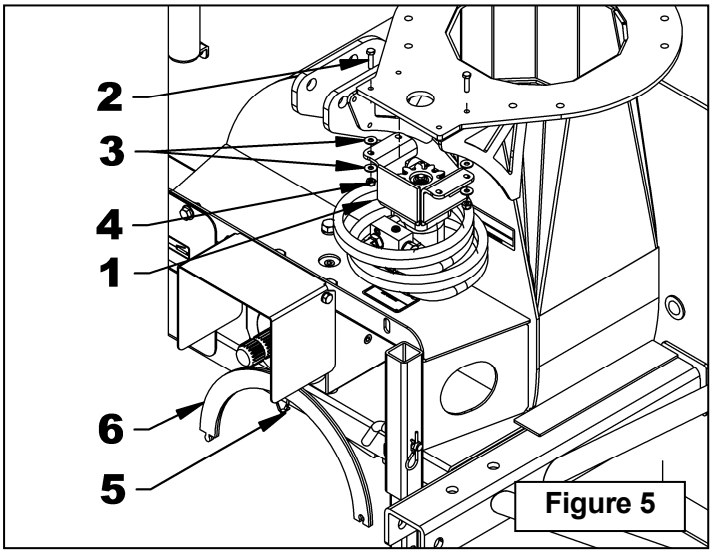

Figure 5
1. **Figure 5:** Remove the motor of the rotation (item 1) from its transport location by removing the hardware: bolts, flat washers, nylon insert lock nuts (items 2-3-4). Those attaching items will not be reused.
2. **Figure 5:** Cut the nylon tie wrap (item 5) and remove the two anti-friction plates (item 6).